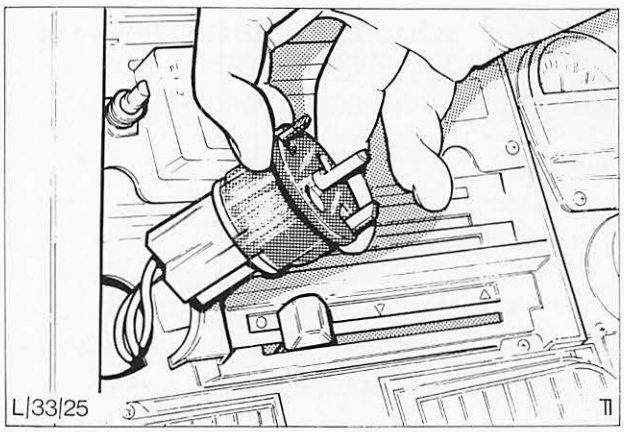

Abb. 35 Heizungsschalter einbauen
6. Schalter einbauen, Abb. 35.